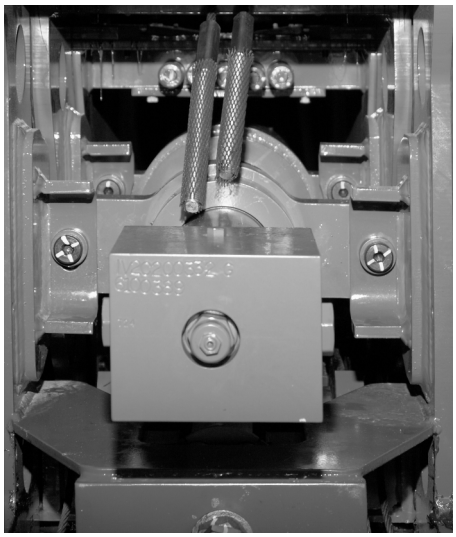

FIGURA 4-77
29. Fije el cilindro telescópico a las bridas de montaje de la sección central interior. Verifique que los bujes puedan girar libremente después de haber apretado los pernos (Figura 4-77).